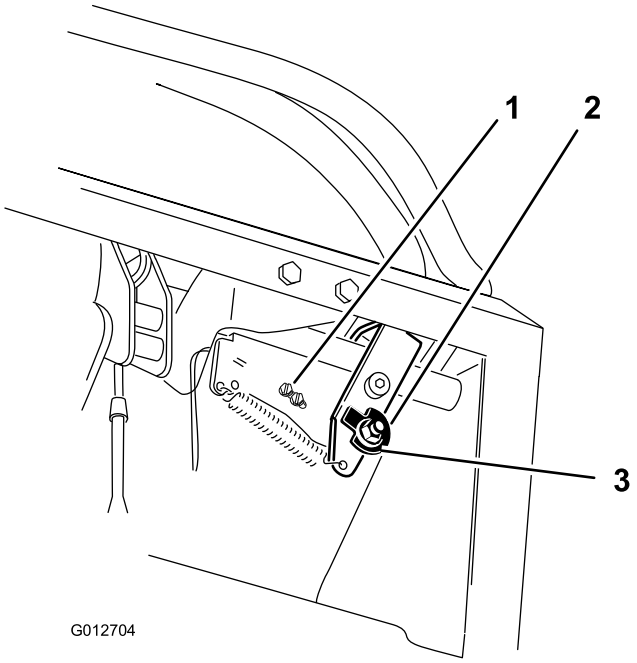
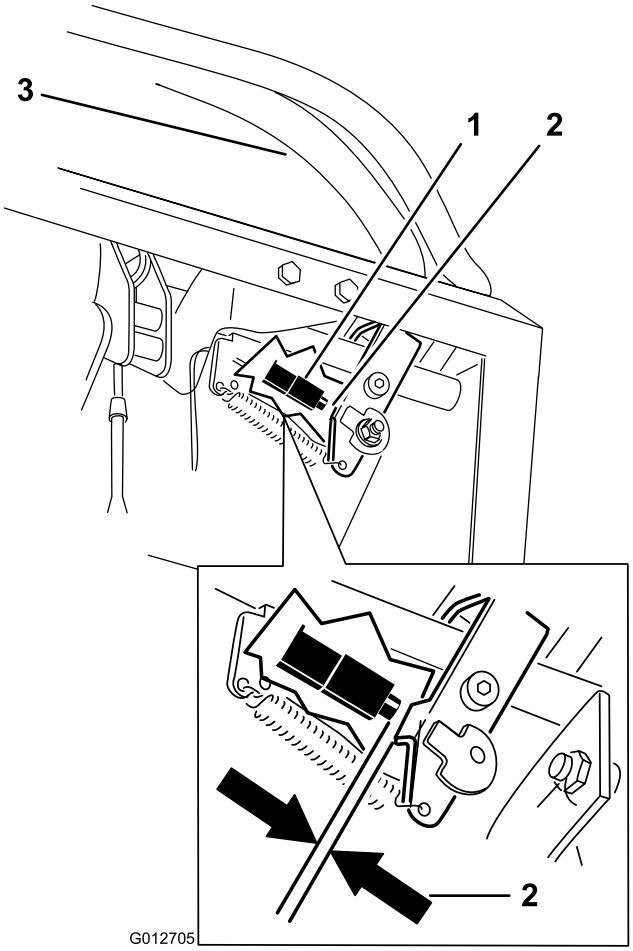

Figur 70
Figur 71
7. Løsne mutteren som holder kammen (Figur 70).
10. Kontroller mellomrommet mellom kontrollspaken og bryteren som vist i Figur 71. Mellomrommet må være på 3 mm når høyre bevegelseskontrollspak står i nøytral, ulåst stilling.
11. Hvis nødvendig, løsne skruene som holder bryteren og juster bryteren (Figur 70 og Figur 71).